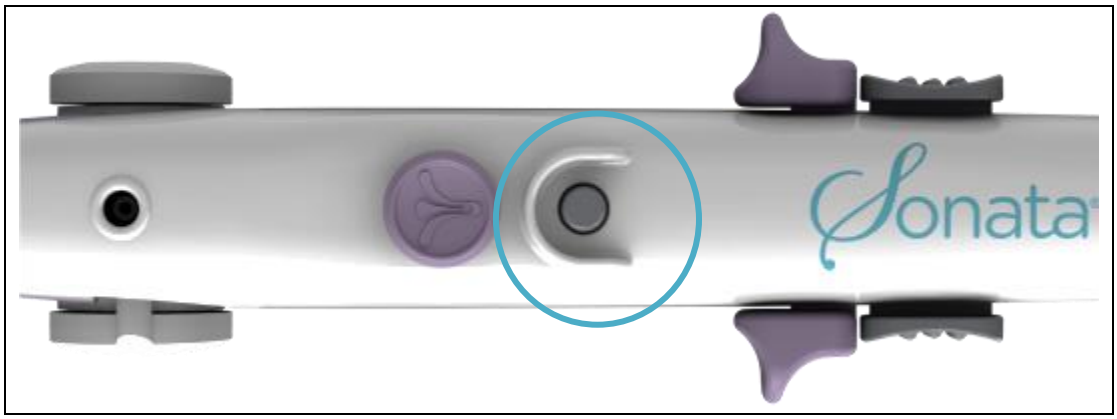

Figura 2-17. Pulsante Conferma
- Pulsante Conferma (vedere la sezione 2.8.2 e la Figura 2-17)